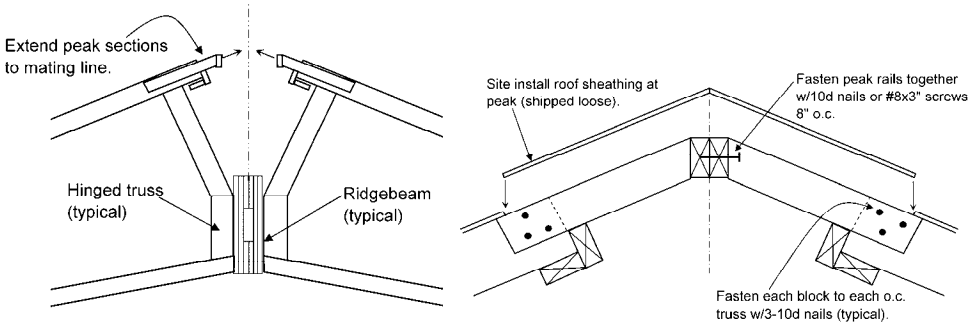

Figure 24. *Ridge Assembly*
9. **Ridge Assembly.** Some models will require the framing of the peak area of the home to be completed on site. Extend peak close off frame from each half until they meet at the mating line. (**Figure 24**) Fasten each peak frame block to each truss top chord w/3-10d nails. Fasten the peak rails together w/10d nails 8" o.c. or w/#8x3" screws 8" o.c. Attach the roof sheathing at the peak to the blocking w/15Ga.x7/16"x1-1/2" staples or 8d nails 4" o.c. There is not a removable piece of roof decking at the peak (for ridgebeam access with this type of construction. Install roof felt and remaining shingles to complete the peak close-off.